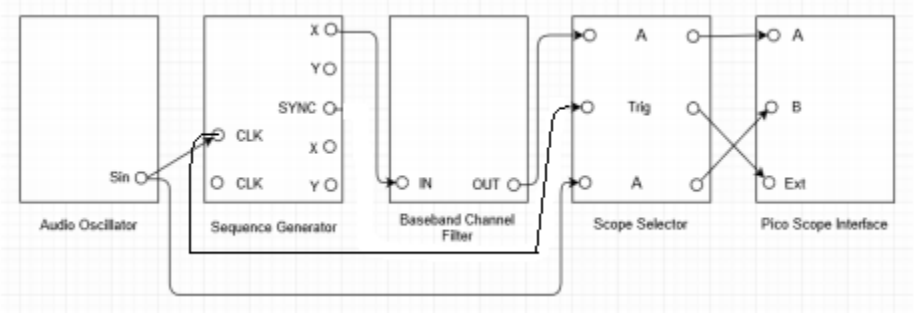

Figure A.2.4: Setup for eye diagram.
- **ii.** Make the setup as shown in Figure A.2.4.